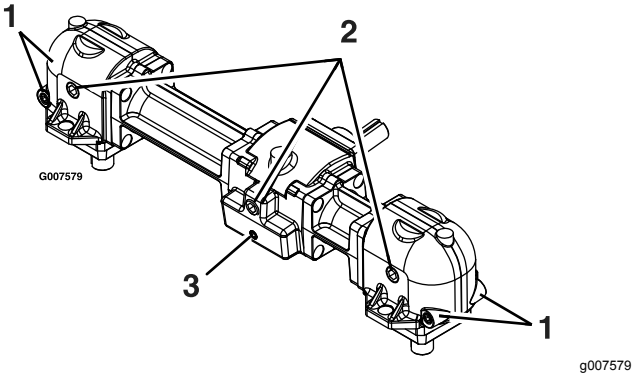

Figura 35
6. Retire o tampão de escoamento de óleo grande na frente de cada uma das três seções das caixas de velocidades e escoe o óleo (Figura 35).